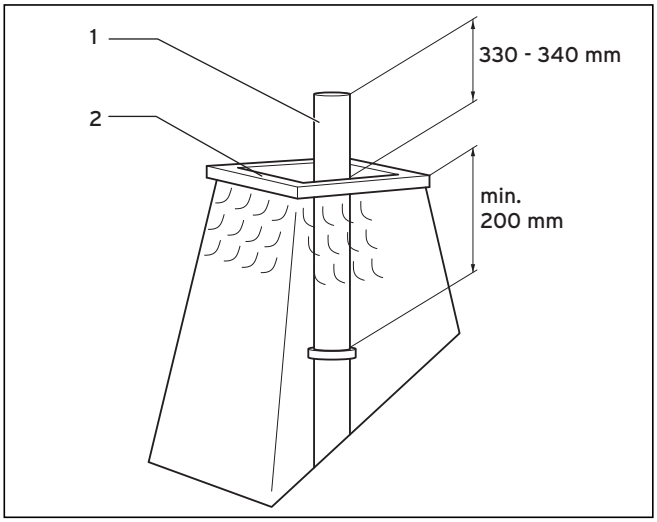

Fig. 4.43 Raccourcir le conduit en inox
- Raccourcissez le conduit en inox (**1**) conformément à la fig. 4.43.